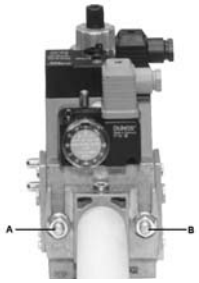
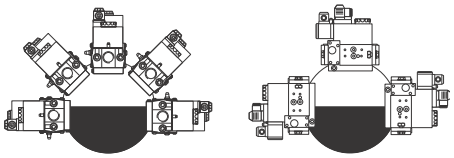

Fig. 8
Fig. 11
3. stringere le viti A, B, C e D (Fig. 8 - Fig. 9), rispettando le posizioni di montaggio (Fig. 11);